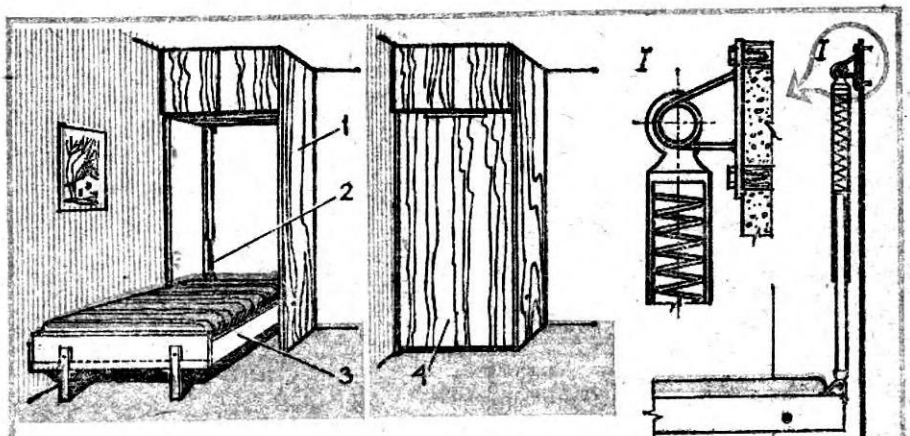

**Рис. 1.** Вертикально убираемая кровать: 1 — шкаф, 2 — пружинный амортизатор, 3 — кровать, 4 — декоративная панель.
**Чем вызваны такие решения, понятно. Кровать — один из самых крупногабаритных предметов обстановки: под нее уходит почти треть комнаты, хотя служит она лишь несколько часов в сутки. Поэтому неудивительно и предложение нашего ленинградского читателя И. Полунина — убирать ее на день в нишу шкафа, подняв на шарнире (рис. 1).**